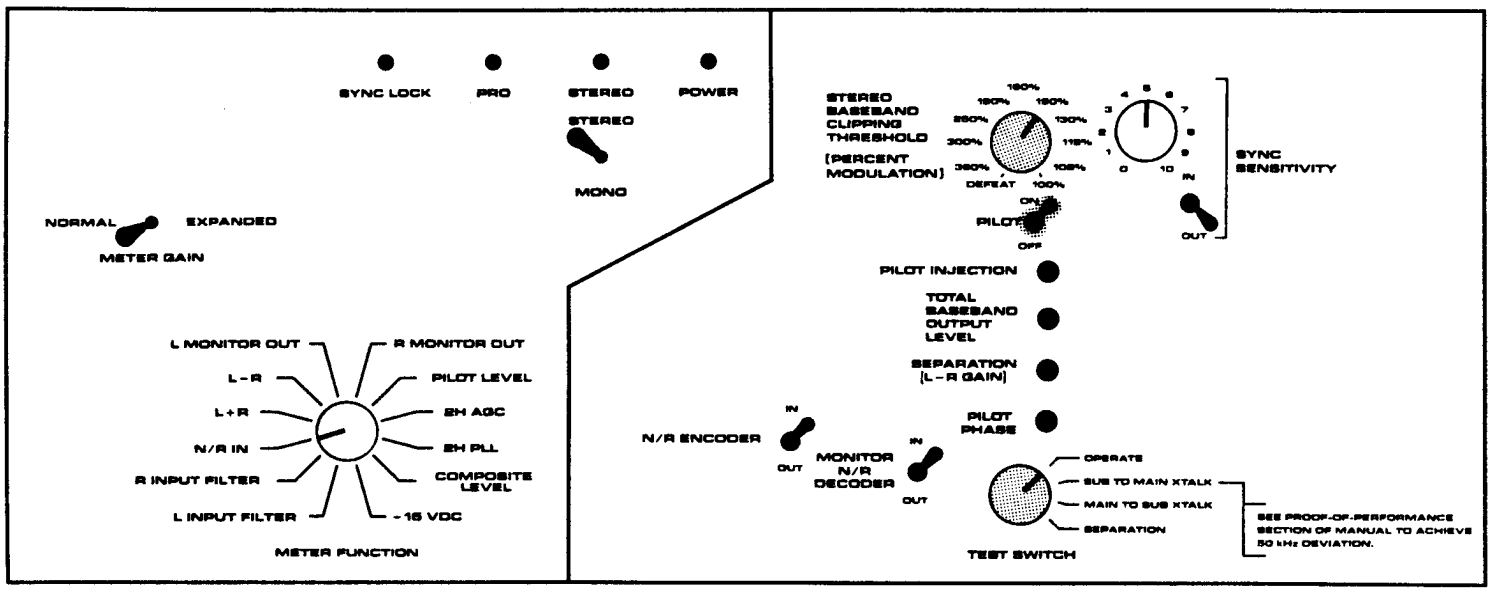

Figure 11: Control Settings for Step 18
a) Set the controls as shown in Figure 11.
If your station has a **general programming format**, the control settings specified at the end of the set-up procedure (in Figure 11 or 12) are optimal. *There is no need to read this or the following sections.*